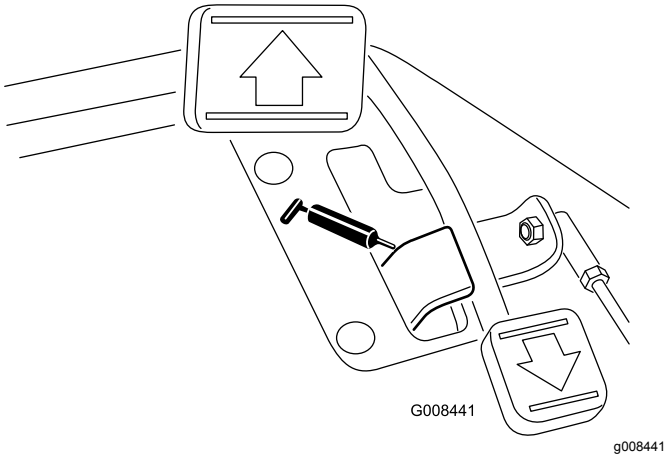

Figur 36
- Gaspedalens vridfäste (1) (Figur 36)